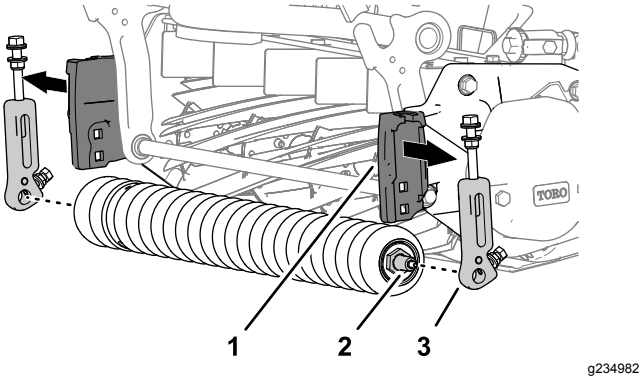

Figur 4
4. Afmonter klippehøjdebeslaget og frontrullen fra klippeenheden (Figur 4).